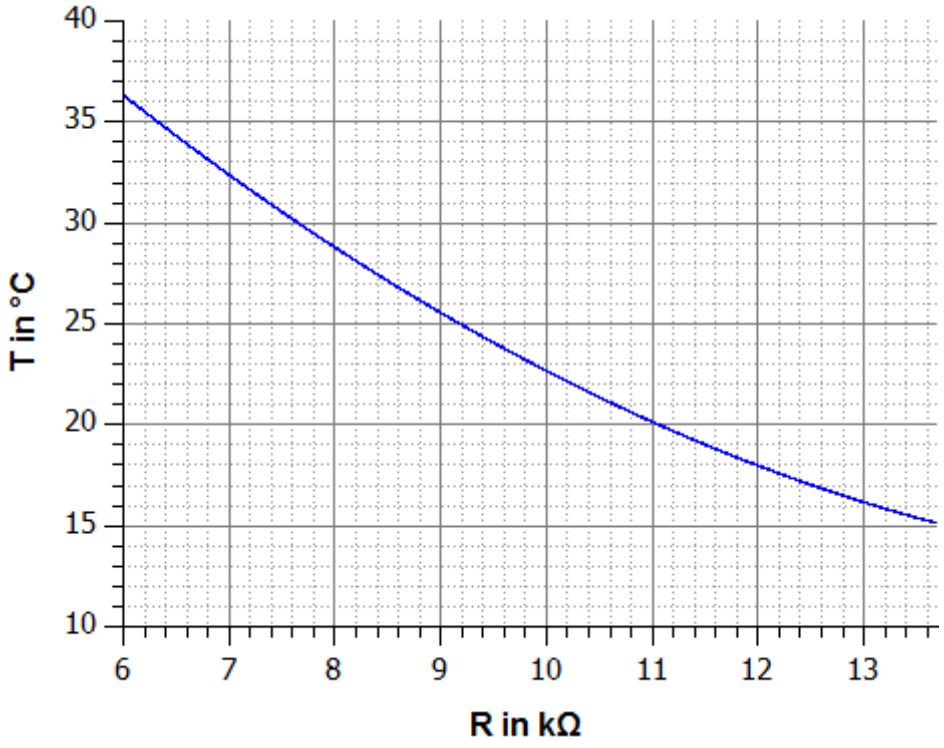

Abb.2.9: *Temperatur in Abhängigkeit von NTC-Widerstandswert*
1. Ermitteln Sie die Temperatur für jeden Messpunkt anhand der abgebildeten Graphik (Abb.2.9) und tragen Sie diese in die Messwerttabelle ein.